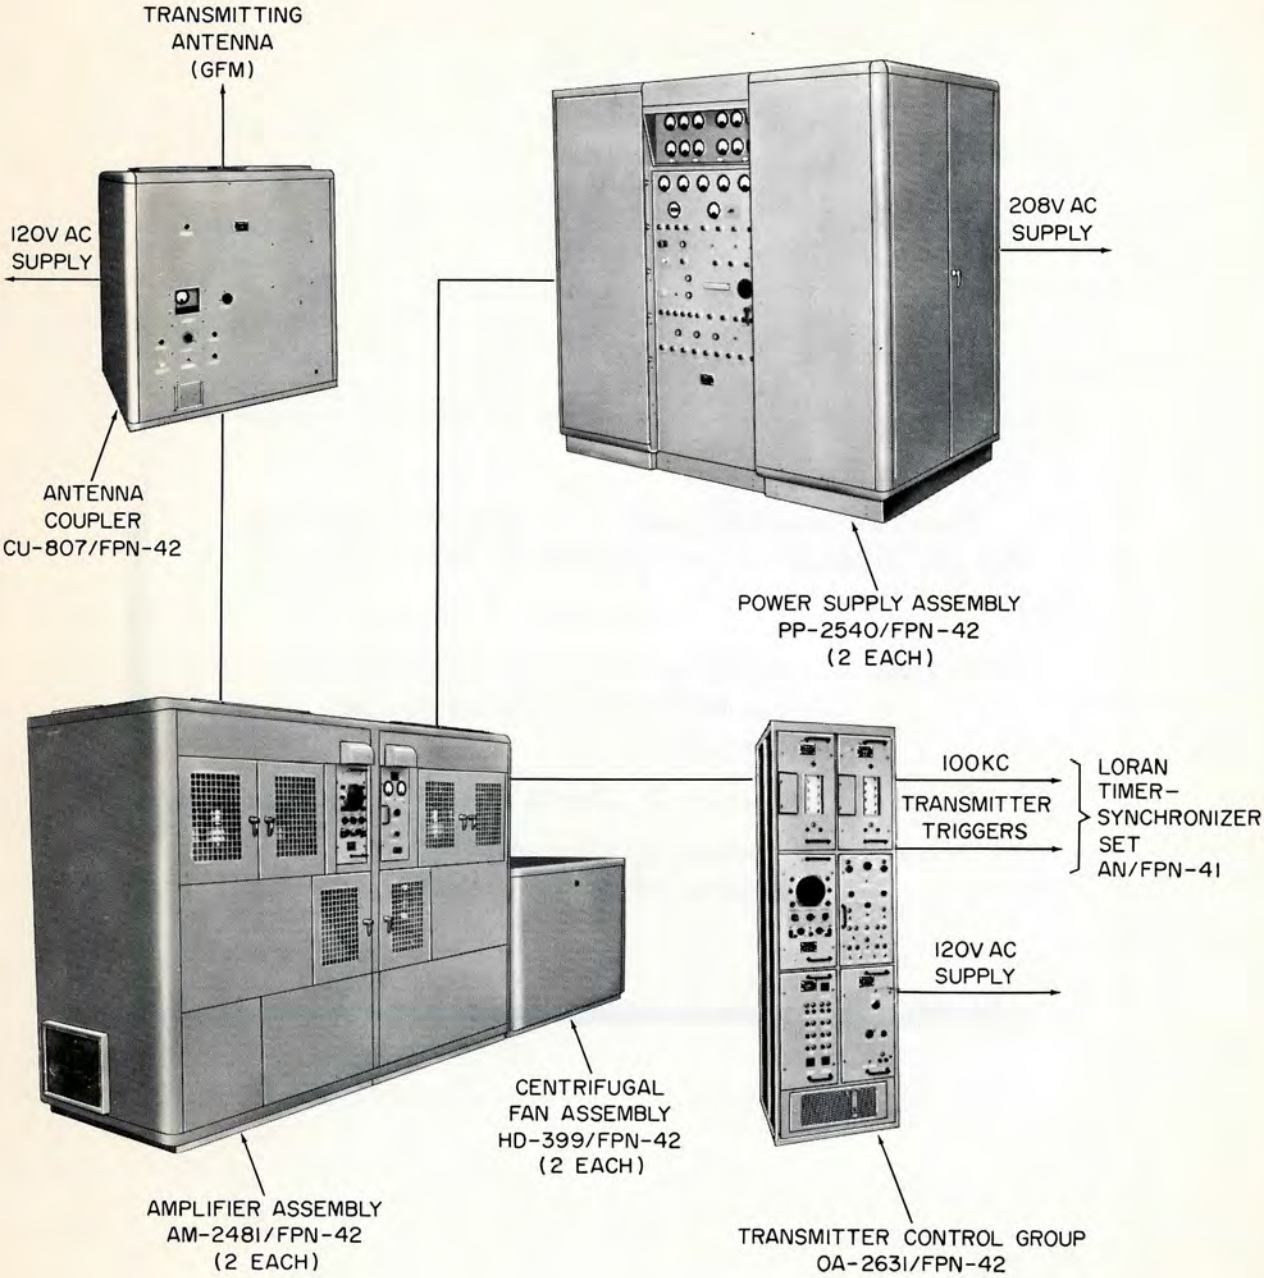

Figure 1-1. Loran Transmitting Set AN/FPN-42, Relationship of Units
a. PURPOSE OF EQUIPMENT. - Loran Transmitting Set AN/FPN-42, figure 1-1, is a permanently-installed land-based equipment supplied as part of a Loran-C transmitting station. Each station generates, shapes, and transmits pulses (bursts of r-f energy) which are used by a remote mobile receiver for position fixing.
(1) A Loran-C system consists of three or four land-based stations, as required to meet the demands of the service area. Station locations and distances apart are accurately known. One station is the master (M) station, the others being slave stations. The master station transmissions are used as the reference for timing and sequencing the transmissions from the other two (x, y) or three (x, y, z) slave stations. Each slave station synchronizes on the master signals.
(2) Loran-C station transmissions are time-shared on a single carrier frequency; that is, each station in a group transmits during an assigned portion of the group repetition interval. During this interval, the master station transmits first, followed in time sequence by the x, y, and z slave stations, each of which transmits after a predetermined coding delay. Because the coding delays are different for each slave station, there is no duplication of time-difference readings from any pair of stations within the service area. Therefore, there is a complete lack of ambiguity in making a position fix.
(3) A Loran-C system differs from Loran-A systems in that it operates at a much lower frequency (100 kc) and employs ground-wave propagated signals exclusively. At 100 kc, ground-wave signals propagate almost equally as well over land or water during both day and night. Elimination of sky-wave signals and the use of ground-wave signals exclusively results in improved accuracy in making time-difference readings.
(4) Loran-C incorporates multipulsing and phase-coding techniques. Instead of a single pulse being transmitted from each station per repetition interval, each station transmits a series of eight pulses spaced 500 or 1000 microseconds apart. This multipulsing technique effectively increases transmitted power by increasing the number of transmitted pulses per second.
(5) Because the transmissions are multipulsed, phase coding of the transmitted pulses from the master and slave stations is possible. Phase coding consists of phase shifting the 100-kc carrier within some pulse envelopes by 180 degrees. Phase coding provides a method of identification of master and slave signals, expedites the automatic search process, simplifies the automatic search apparatus, and permits discrimination against multi-hop sky waves.
(6) The combination of a master station and any of the slave station transmissions produces a unique set of time-difference readings which are plotted as hyperbolas on Loran-C charts.
(7) Signals from all stations are accepted by a receiver located on a craft desiring to determine its position. The time difference of arrival of signals from a pair of transmitting stations is automatically measured and displayed by the receiver. The receiver operator locates the time-difference line for the first station pair on a special Loran chart on which lines of constant time difference are plotted. This establishes a line of position. A second line of position is determined with another time-difference reading from a second station pair. The intersection of these lines of position determines the navigational fix or position.
(8) A Loran-C system employs both pulse-envelope and carrier-cycle matching techniques for obtaining the time-difference readings. This method differs from Loran-A system methods, which matched pulses only. The pulse match of Loran-A systems is comparable to the pulse envelope match used in the Loran-C system. In Loran-C, after the pulse envelopes are matched (within ±5 microseconds), a cycle match is made of the 100-kc sine waves which make up the pulses. Thus, the pulse envelope match produces a coarse time-difference reading and the cycle match produces a fine time-difference reading. This additional fine time-difference reading greatly increases the accuracy of Loran-C systems over Loran-A systems.